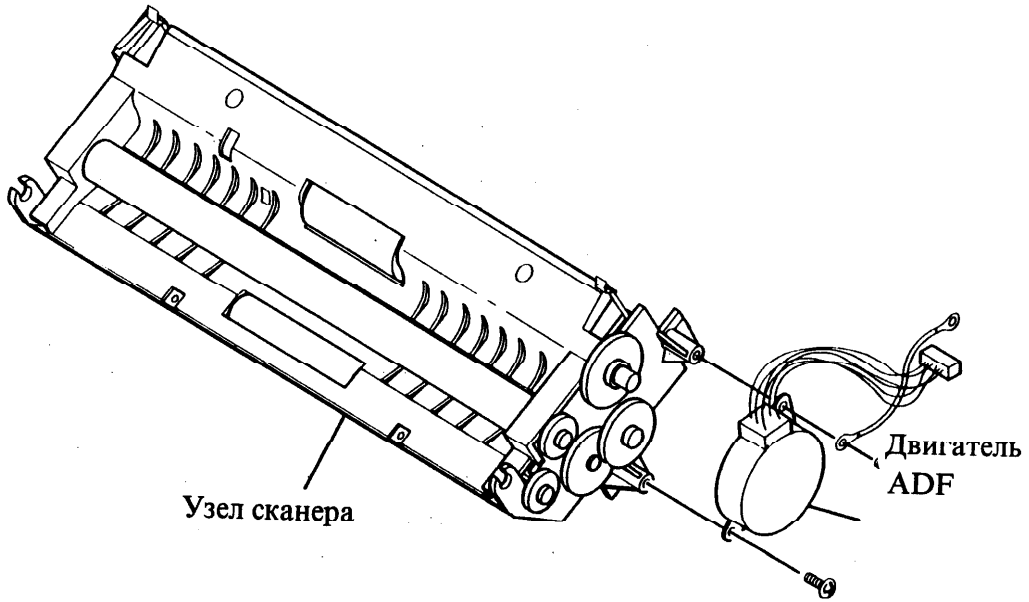

Рисунок 1 Снятие двигателя ADF
2. Снимите двигатель ADF (рис. 1).